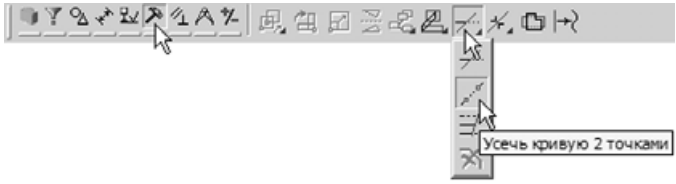

Рис. 5.179
- Удалите лишний участок внешней окружности. Для этого нажмите кнопку **Усечь кривую двумя точками** на панели **Редактирование** (рис. 5.179).